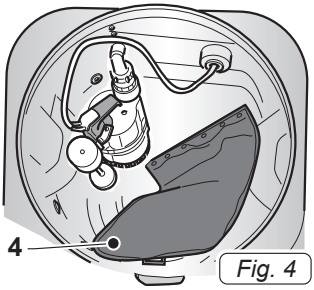

Fig. 4
- Vérifier que le filtre à tamis est présent (4 Fig. 4) dans le réservoir.
- Si le filtre à tamis (4 Fig. 4) est absent, l'installer en agissant comme suit :
- Retirer le filtre à maille (4 Fig. 4).